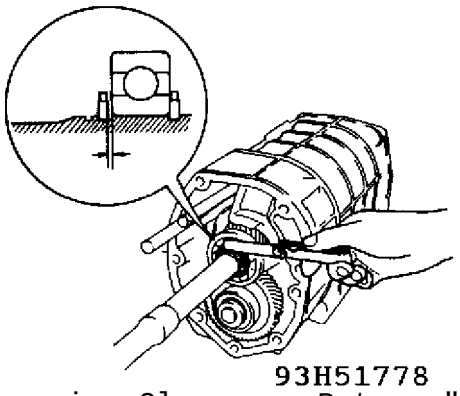

Fig. 9: Measuring Clearance Between"C" Washer and Rear Bearing (R-Type)
3. Measure the clearance between the "C" washers and mainshaft rear bearing. See Fig. 9.